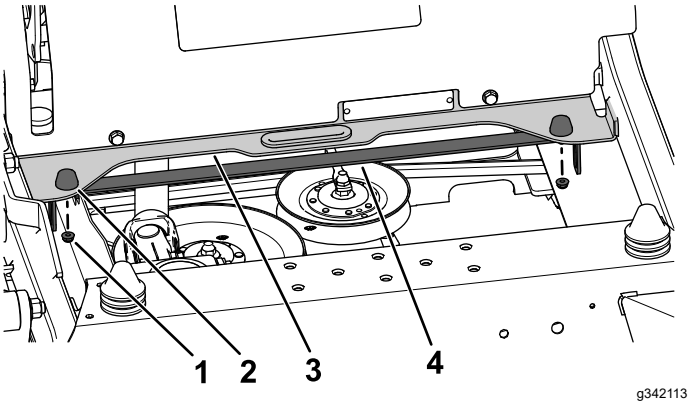

Figuur 12
3. Bevestig de steunbeugel aan de dwarsbeugel en de rubberen aanslagen met de 2 eerder verwijderde borgmoeren (¼") zoals getoond in Figuur 12.